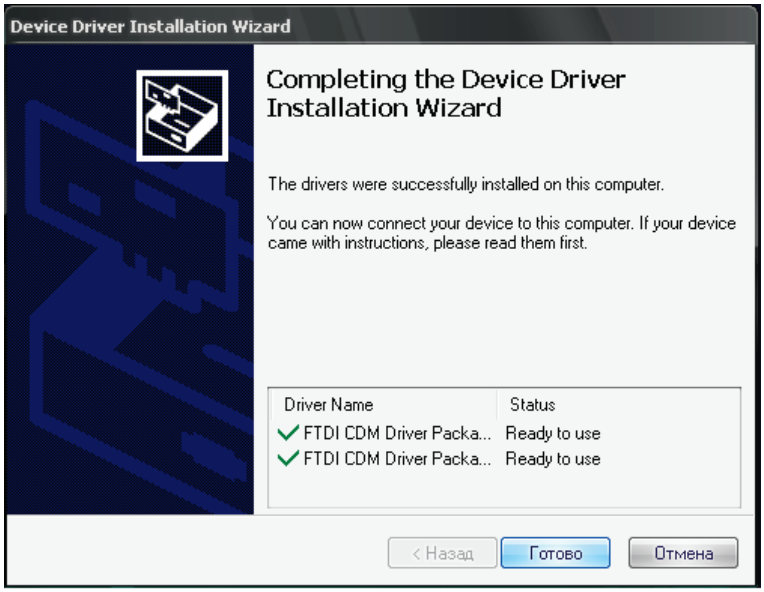

Рис.4
5) проследить за успешностью установки драйверов (рис.4) и нажать кнопку "Готово" по окончании процесса: